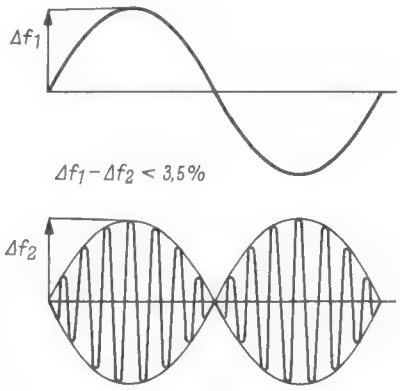

Bild 13: Darstellung der Bedingung über die Verstärkung im Hauptkanal und im Hilfsträgerkanal
4.10 Hinsichtlich der *Verstärkungen* im Hauptkanal und im Hilfsträgerkanal gilt folgende Bedingung: Ist nur ein linkes oder rechtes Signal vorhanden, dann soll die Abweichung zwischen dem durch das Summensignal erzeugten Frequenzhub (Spitzenwert) Δf_1 und dem durch das Hilfsträgersignal hervorgerufenen Hub (Spitzenwert) Δf_2 kleiner als 3,5 % – im Durchlaßbereich 50 Hz bis 15 kHz – sein *(Bild 13)*.